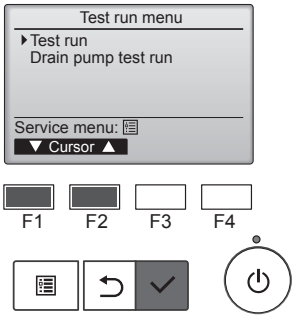

Fig. 7-2
(2) Dans le Menu test de fonctionnement, sélectionnez "Test run" (Test fonctions) puis appuyez sur la touche [CHOIX]. (Fig. 7-2)
(3) Le test fonctions démarre et l'écran Test fonctions s'affiche.